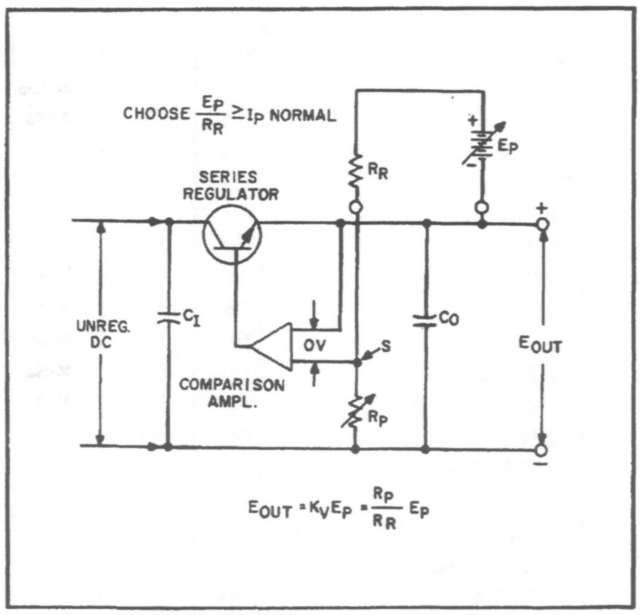
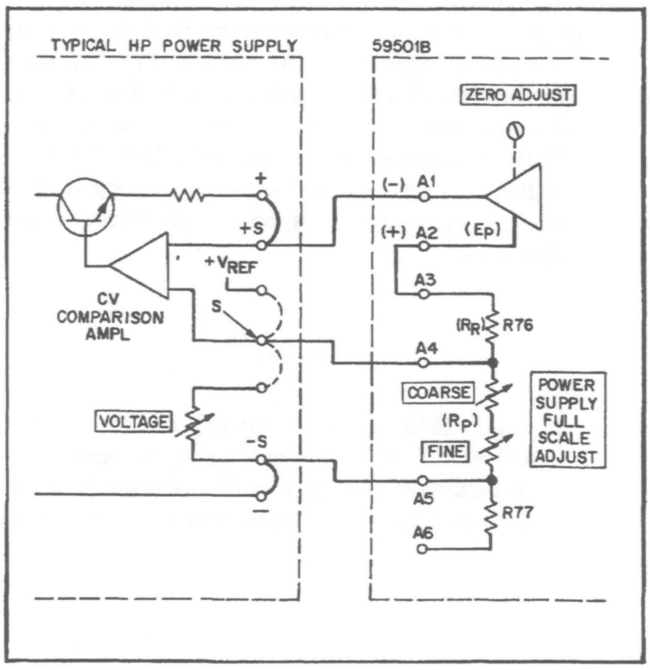

Figure 3-4. Voltage Programming with Variable Voltage Gain
Figure 3-5. Typical Connections for CV Programming
3-39 Figure 3-4 illustrates the method by which a power supply's constant voltage output can be programmed using an external voltage with a voltage gain dependent upon the ratio of R_P to R_R. Note that this method is no different from the circuit normally used for constant voltage control of the output except that an external reference (the programming voltage source) has been substituted for the internal reference. On most supplies, external terminals are available so that the connections shown in Figure 3-4 can be accomplished without any internal wiring changes. In all HP remotely programmable power supplies, the summing point S is made available, and the configuration of Figure 3-4 can always be accomplished using the external programming voltage source E_P and external precision wire-wound resistors R_P and R_R. (R_R should not exceed 10k.) As indicated by the equation in Figure 3-4, R_P can be selected so that the resulting voltage gain is either less or greater than unity. It is possible to use the front panel control on the supply as the voltage gain control R_P.
3-40 Constant Voltage. Figure 3-5 illustrates the connections required for the 59501B to program the constant voltage (CV) output of a typical HP power supply. Note the similarities between Figures 3-4 and 3-5. The 59501B includes R_R (R76), R_P (COARSE and FINE POWER SUPPLY FULL SCALE ADJUST), and E_P (59501B output between terminals A1 and A2). The extra resistor (R77) between terminals A5 and A6 is used only when programming power supplies above 300 volts.
3-41 As shown in Figure 3-5, the supply's internal reference voltage ($+V_{REF}$) and VOLTAGE control are disconnected (dotted lines) and are replaced with the 59501B's output voltage and POWER SUPPLY FULL SCALE ADJUST. Note that in the unipolar mode, 59501B output terminal A1 is negative with respect to A2. This polarity must be complied with when making connections. The connections shown in Figure 3-5 are typical for most supplies.